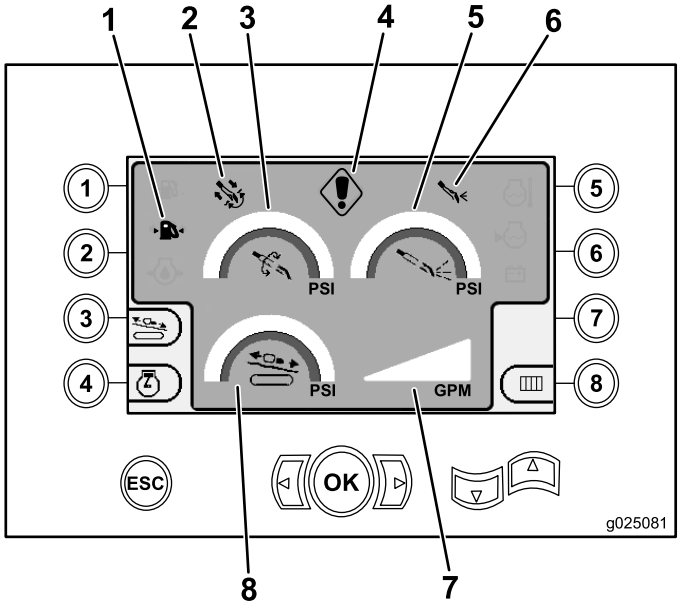

Figure 16
Cet écran indique la pression de rotation en psi, la pression du fluide de forage en psi, la pression du chariot en psi et le débit du fluide de forage en gpm (Figure 16).
- Avertissement de code d'erreur de forage et/ou de moteur (Figure 16)
- Avertissement de bas niveau de carburant (Figure 16)
- Fluide de forage activé (Figure 16)
- Forage automatique activé (Figure 16)